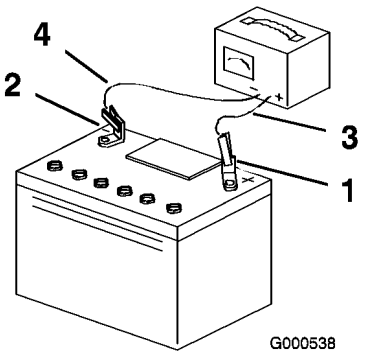

Figure 33
4. Quand la batterie est chargée au maximum, débranchez le chargeur de la prise, puis débranchez les fils du chargeur des bornes de la batterie (Figure 33).